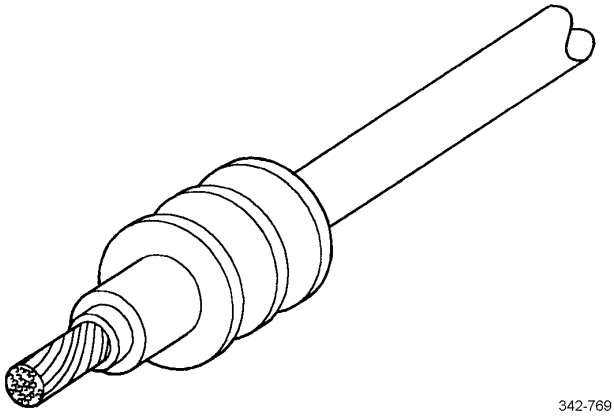

Figure 12. Proper Cable Seal Position.
(6) Tool will press locking tangs of terminal. Pull cable rearward (back through connector). Remove tool from connector cavity.
(7) Cut wire immediately behind cable seat and slip new cable seal onto wire.
(8) Strip end of cable using strippers to leave 0.2 +/- 0.02 in (5.0 +/- 0.5 mm) of bare conductor. Position cable seal as shown (Figure 12).